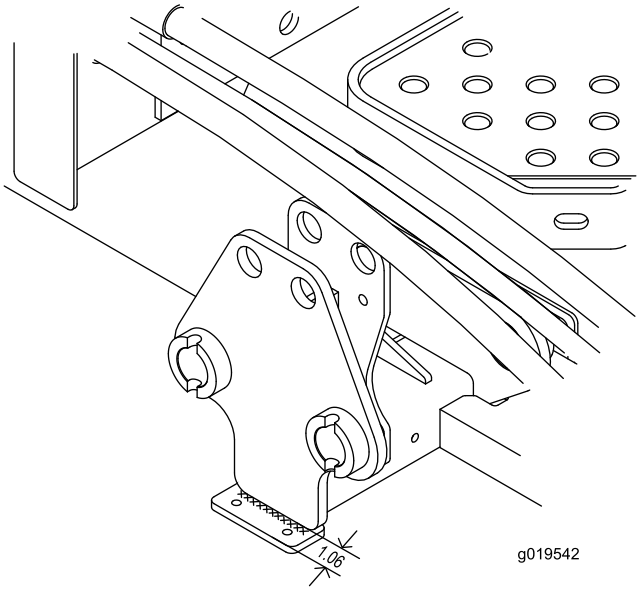

Figuur 4
1. Plaats een bumperbeugel onder een van de draagframeplaten zodanig dat de afstand tussen de voorrand van de beugel en de plaat 27 mm bedraagt en de beugel lateraal gecentreerd op de plaat staat (Figuur 4). Zorg ervoor dat de gaten naar voren gericht zijn.
2. Bevestig de bumperbeugel aan de draagframeplaat met een 1/4 inch op 2-1/2 inch hoeklas (Figuur 4).